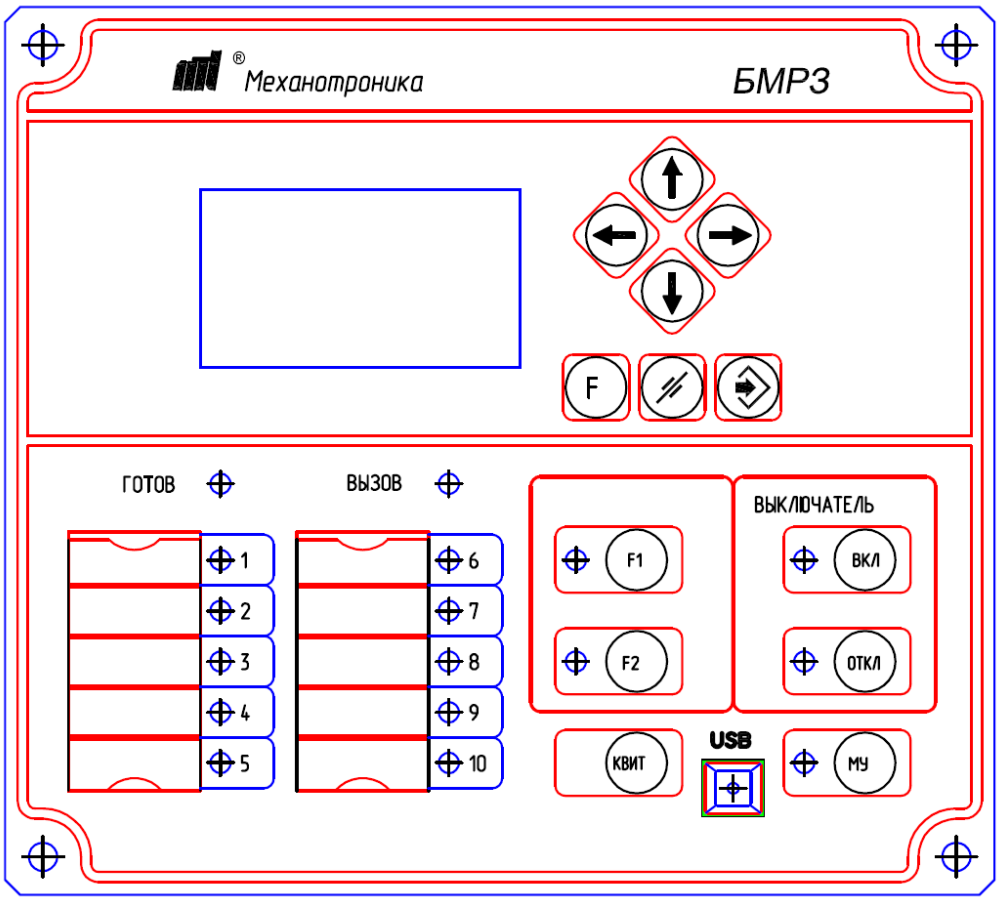

Рисунок 2 - Пример лицевой панели блока
1.6.1.5.4 Пульт содержит (см. рисунок 2):